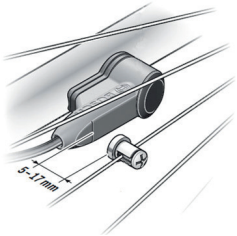

Afbeelding 34: Afstand tussen de snelheidssensor en de magneet van de snelheidssensor
1. De ruimte tussen de snelheidssensor **28** en de bijbehorende snelheidssensormagneet **29** moet na een draai van het wiel minstens 5 mm, maar niet meer dan 17 mm bedragen (zie afbeelding 34).
2. Plaats de magneet van de snelheidssensor **29** zodanig dat deze op de juiste afstand (min. 5 mm, max. 17 mm, zie afbeelding 34) langs de markering van de snelheidssensor loopt.